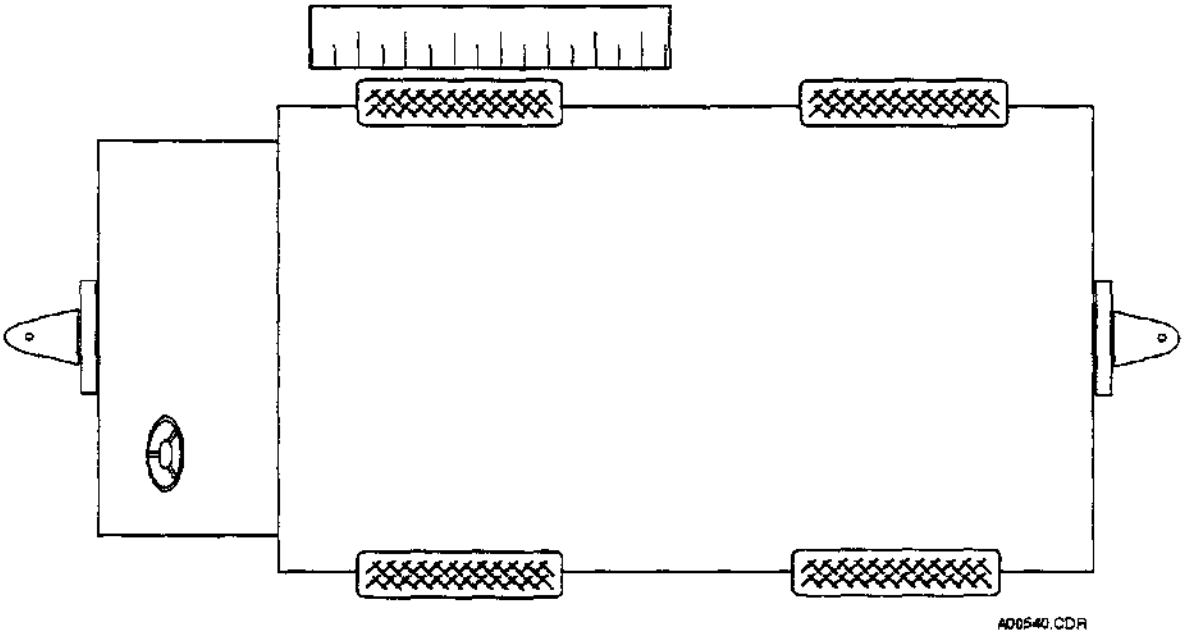

FIGURE 6.4 WHEEL ALIGHMENT
(1) Lift tractor off ground (if possible). If not, lubricate tires with liquid soap for ease of turning wheels.
(2) Disconnect front cable (1) from clutch (2).
■ (3) Disconnect rear cable (3) from proportional valve arm (11).
(4) Start tractor. Place switch in COORD mode. Align front passenger wheel with outside of wheel well by turning steering wheel (Figure 6.4).
(5) Disconnect TRACK solenoid valve (5) from terminal board (6). Disconnect wire marked ST2 from slot 4 on terminal board. This will activate both TRACK and COORD clutches.
(1) Start engine.
(2) To center the rear wheels, place the steering mode selector switch in the TRACK position. Align rear wheels with outside of wheel well (Figure 6.4).
(3) Shut down the engine.
(4) Disconnect front axle cable end (1) from bellcrank (2) located on CRAB (3) and COORD (4) clutches.
(5) Disconnect rear axle cable end (5) from output lever (6) of proportional valve (7).
(6) Tag track solenoid wiring for identification and disconnect from terminal board.
(7) Start tractor engine.
(8) With engine running, position bellcrank (2) squarely atop the CRAB (3) and COORD(4) clutches.
(9) Disconnect both ends of the COORD cable (8) and the CRAB cable (9).
(10) Slide each cable in or out of its cable housing until an equal length of cable protrudes from each end of cable housing.
(11) Adjust length of each cable end and reinstall in original position.
(12) Connect front axle cable (1) to bellcrank (2).
(13) Manually align rear wheels (Figure 6.4) by moving output lever (6) of proportional valve (7).
(14) Connect rear axle cable (5) to output lever of proportional valve.
(15) Connect Track Solenoid Wiring.
(16) Operate and check steering for proper operation.